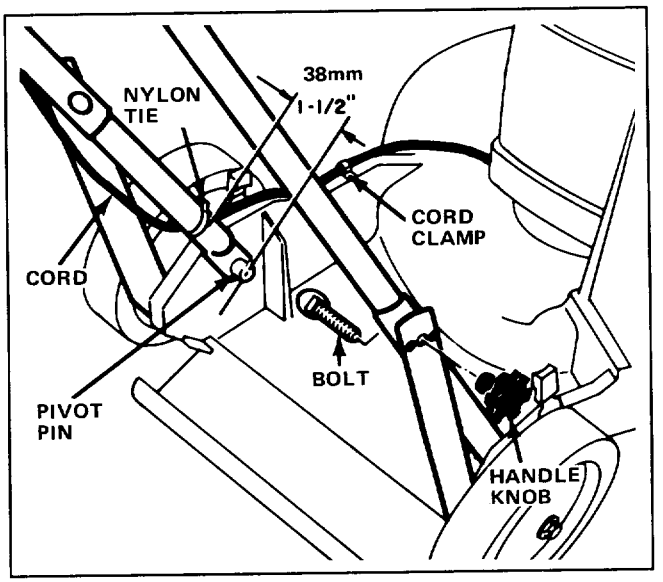

Figure 1
1. LOWER HANDLE (Fig. 1)—Push ends of lower handle together and install on pivot pins. Insert bolts through hole in handle latches and install handle knobs. Tighten securely. Assure electric cord runs between handle and handle latch.
3. Secure electric cord to handle with a nylon tie (Fig. 1). Position nylon tie approximately 1-1/2" above handle pivot pin. Before tightening nylon tie, pull electric cord tight between nylon tie and cord clamp on mower housing (Fig. 1). CORD MUST NOT TOUCH WHEEL DURING OPERATION.